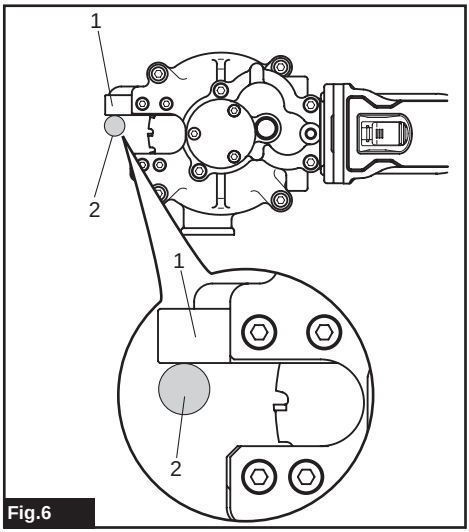

Fig.6
► **Fig.6: 1.** Guide **2.** Rebar